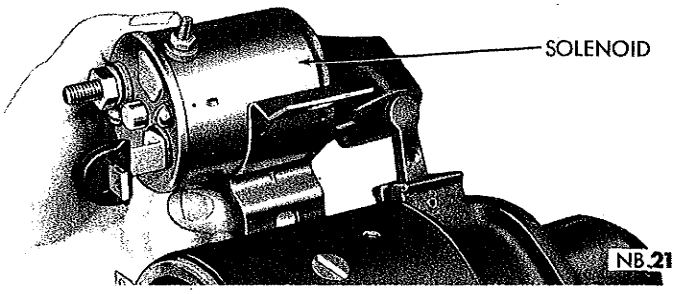

*Fig. 4—Removing the Starter Solenoid*
(6) Remove solenoid attaching screws and remove solenoid and boot assembly (Fig. 4).